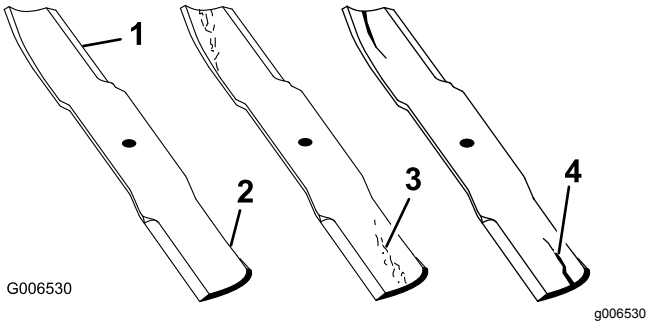

Figuur 101
1. Controleer de snijranden (Figuur 101).
4. Als u scheuren, slijtage of groefvorming in dit deel constateert, moet u direct een nieuw mes monteren (Figuur 101).